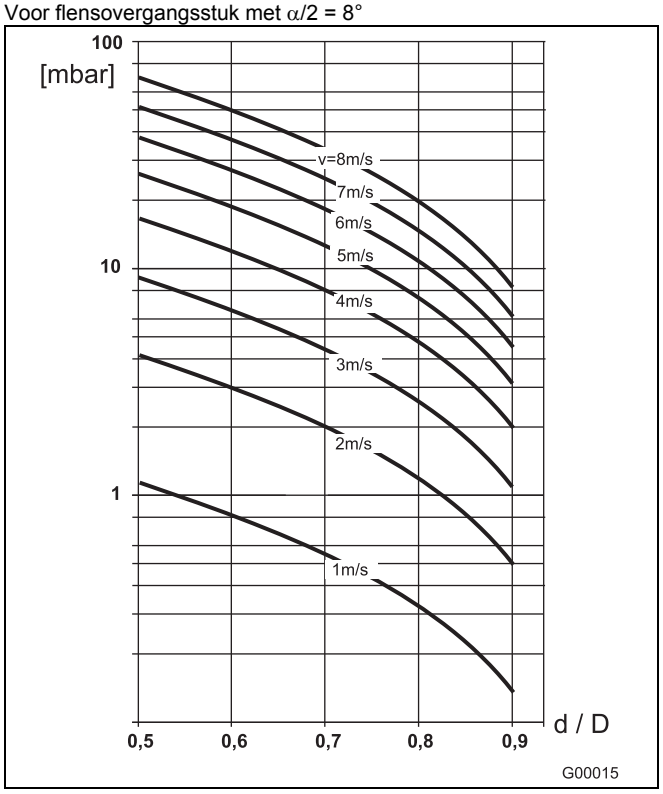

Afb. 20
2. De doorstroomsnelheid uit het doorstroomnomogram (Afb. 20) halen.
3. In Afb. 20 op de Y-as het drukverlies aflezen.